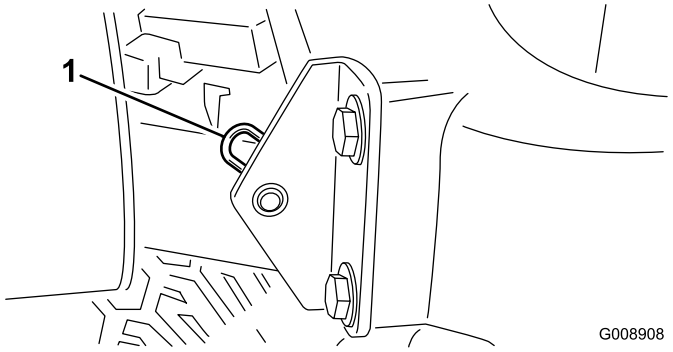

Figur 29
2. Ta bort hårnålssprinten som fäster motorhuvstappen till fästskivorna (Figur 29).
Obs: För att smörja nipplarna på rullarna (Figur 29) behövs en adapter till smörjpistolens munstycke. Beställ Toro artikelnr 107-1998 från din auktoriserade Toro-återförsäljare.